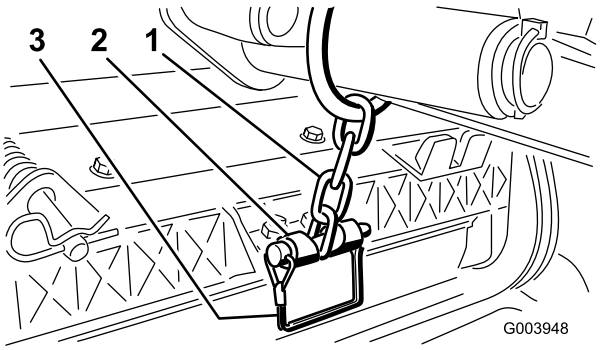

Figur 9
12. Fest løftearmkjedet til kjedebraketten med låsestiften (Figur 9). Bruk det antallet kjedekoblinger som angis i klippeenhetens brukerhåndbok.